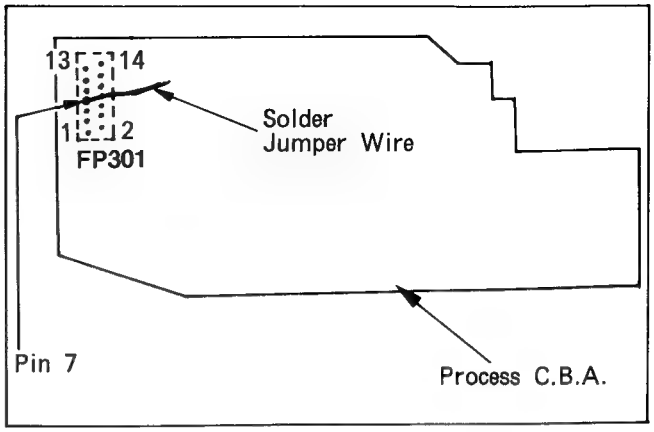

Fig. C13
(1) Aim the camera at the gray scale chart.
(2) Connect the scope to Pin 7 of FP301 (Refer to Fig. C13).